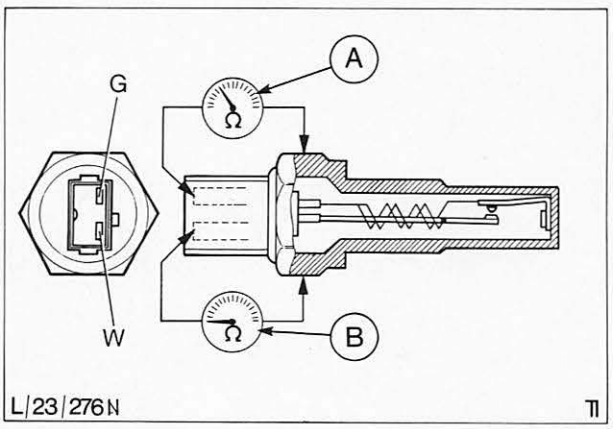

Abb. 63 Widerstandsprüfung bei warmem Motor
i) Motor auf normale Betriebstemperatur bringen und Widerstand erneut prüfen, Abb. 63. Am Anschluß – Heizdraht (G) sollte sich jetzt ein höherer Widerstand feststellen lassen, während am Anschluß – Bimetallstreifen (W) ein unterbrochener Stromkreis angezeigt werden sollte.